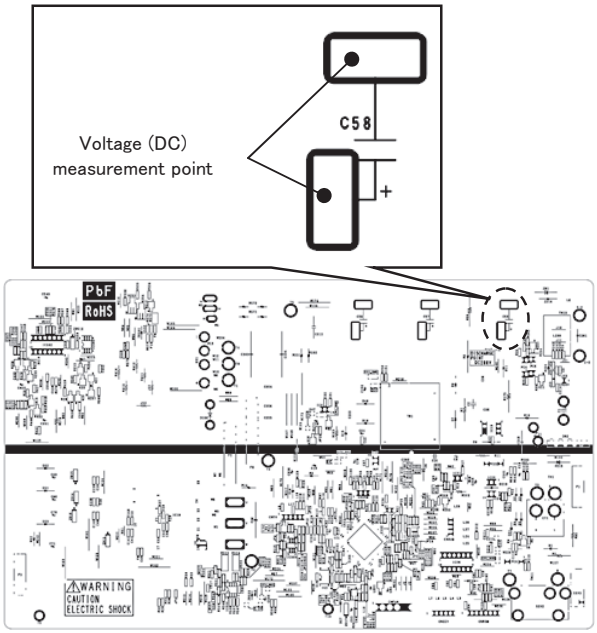

Fig.2 Voltage measurement point
2) Open the lid, and measure DC voltage on both edges of electrolytic capacitor C58 and check that the voltage is discharged sufficiently. (Refer to Fig.2) (Since the capacitor is coated with prevention-of-moisture coating, the voltage may be hard to be measured. Remove the coating before measuring if required, taking care of an electric shock.)